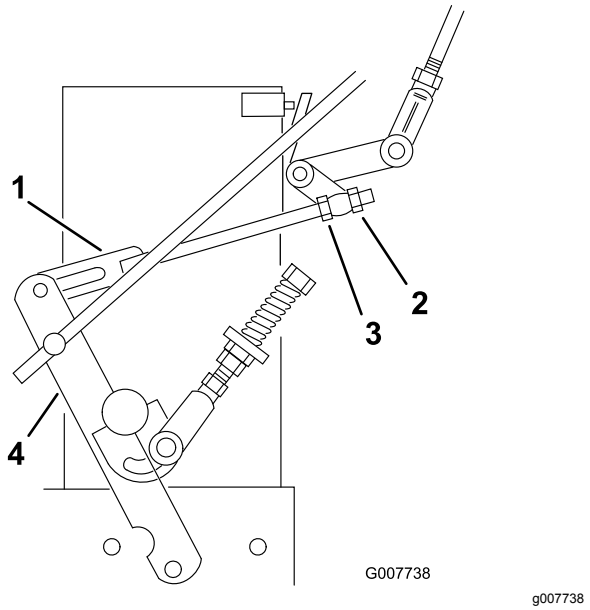

Figur 36
8. Løsn den forreste justermøtrik på den venstre hydrauliske ledforbindelse som vist i Figur 36.
9. Drej den bageste venstre justermøtrik mod uret, indtil hjulet drejer fremad (Figur 36).
10. Drej den bageste justermøtrik med uret ¼ omgang ad gangen. Flyt derefter hastighedskontrolhåndtaget fremad og tilbage til positionen NEUTRAL. Gentag dette, indtil hjulet stopper med at dreje fremad (Figur 36).